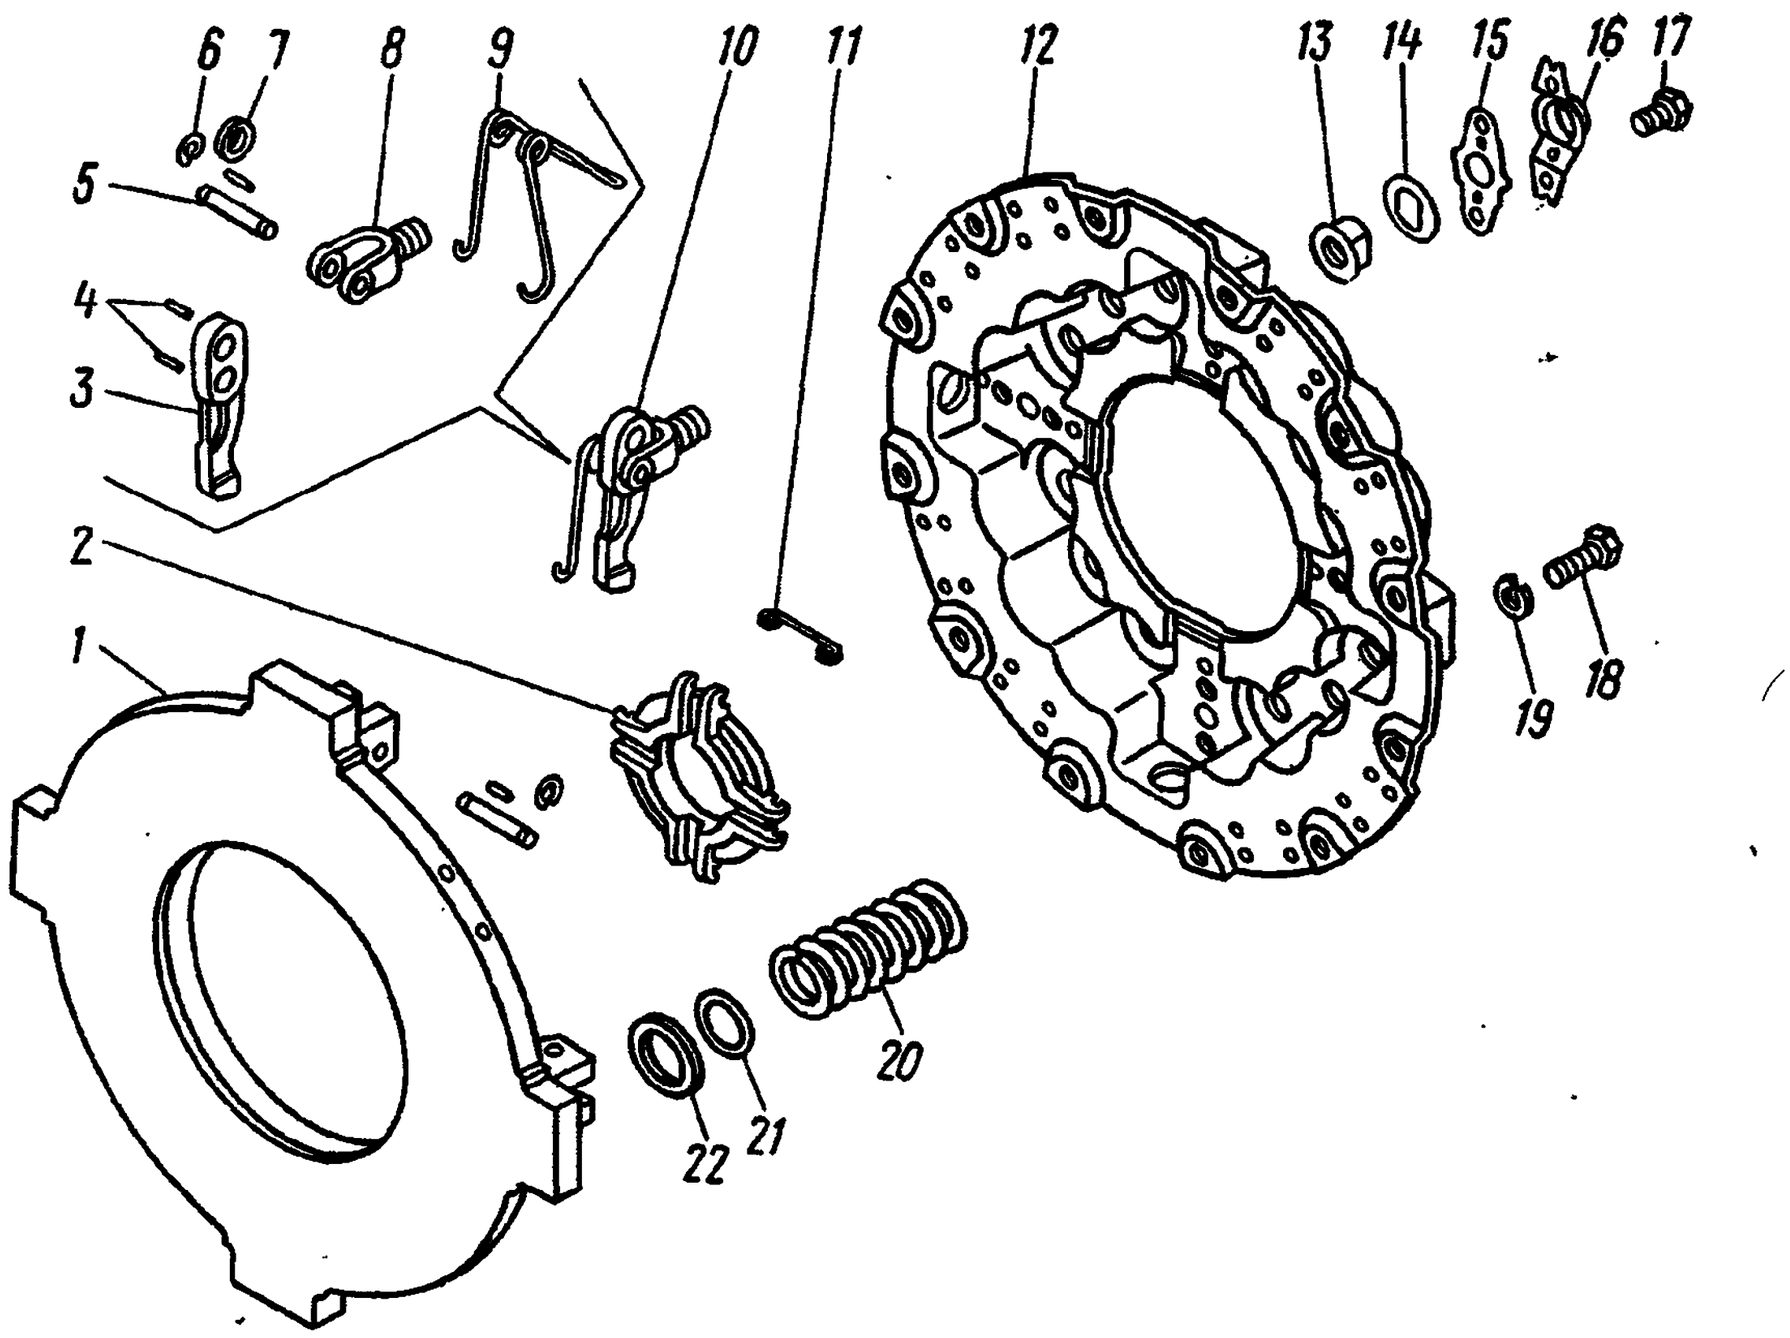

Рис. 123. Диск сцепления нажимной:
2. Отогните усы запорных пластин *16* (рис. 123), выверните болты *17* крепления запорных и опорных пластин и снимите опорные *15* и запорные *16* пластины	Зубило, молоток, сменная головка 13 мм, вороток
18. Установите в отверстие оттяжных рычагов *3* (см. рис. 123) с помощью технологических пальцев игольчатые ролики *4*, соедините рычаги *3* с вилками *8*, запрессуйте оси *5* рычагов, поставьте пружины *9*, наденьте плоские шайбы *7* и стопорные шайбы	Верстак слесарный, посуда для роликов, посуда для смазки, деревянная лопатка, молоток, бородок, отвертка, технологические пальцы